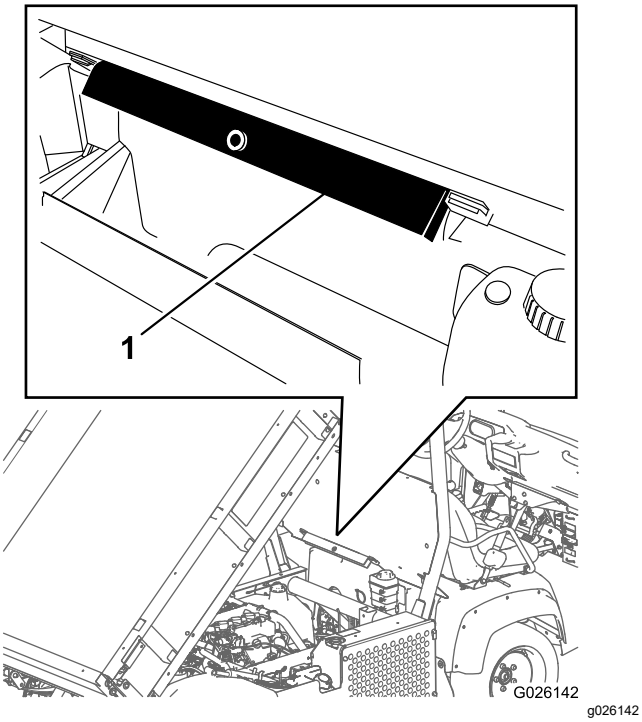

Figur 31
2. Ta loss flakstödet från förvaringsfästena baktill på vältskyddspanelen (Figur 31).